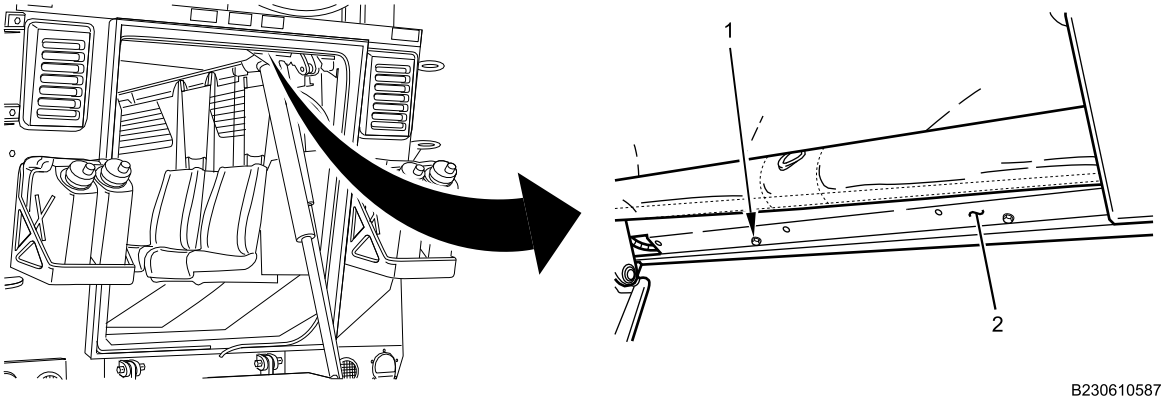

Figure 6. Rear Cabin Molding.
6. Remove bolts (Figure 6, Item 1) from rear cabin molding (Figure 6, Item 2). Remove molding.